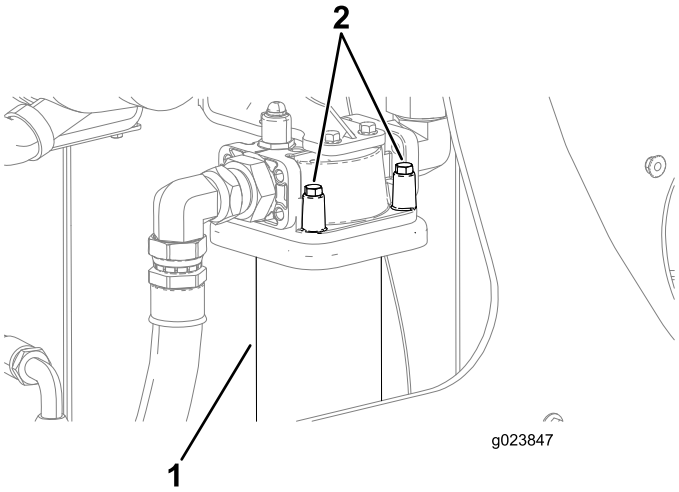

Figure 153
3. Placez un bac de vidange ou plusieurs chiffons sous le filtre de charge (Figure 153).
4. Placez une main sous le filtre de retour hydraulique et retirez les 4 boulons, comme montré à la Figure 153.
7. Placez le filtre de retour hydraulique neuf devant son siège et serrez les 4 boulons (Figure 153).